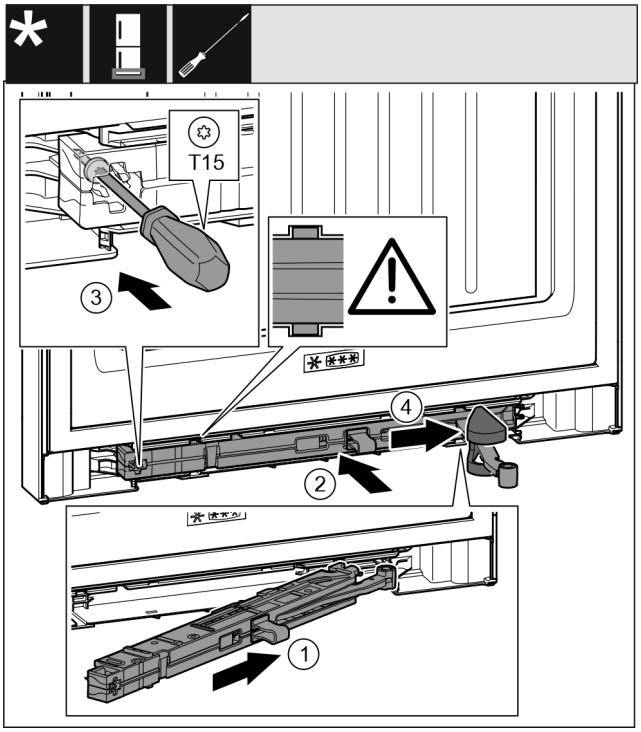

Fig. 42
▶ Sluitdemperunit *Fig. 42 (1)* aan de lagerbokzijde tot aan de aanslag schuin in de uitsparing schuiven.
▶ Sluitdemperunit *Fig. 42 (2)* volledig in de uitsparing schuiven.
▶ Schroef *Fig. 42 (3)* met een schroevendraaier vastschroeven.
▶ Afdekking *Fig. 42 (4)* over scharnier schuiven.